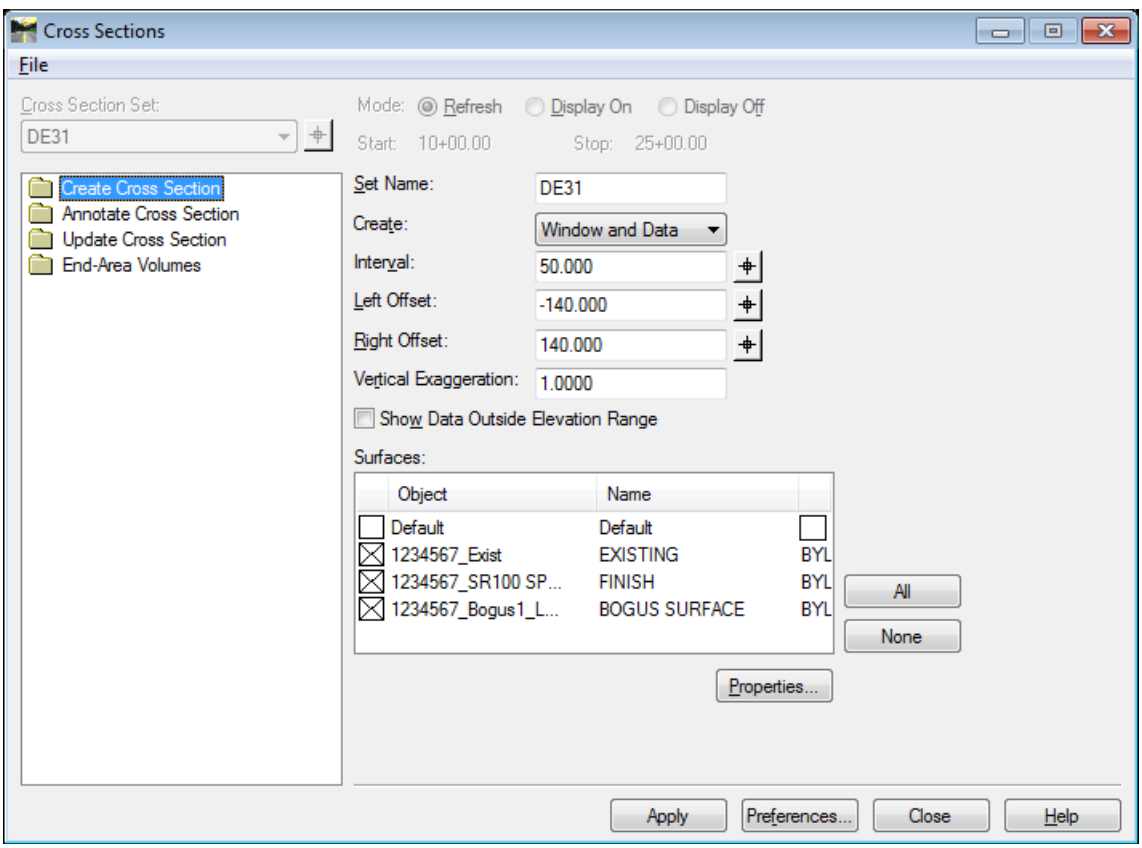

Figure L9-10 Annotate Cross Section
29.	**Open the Cross Sections dialog.** • In InRoads, select **Evaluation ► Cross Section ► Cross Sections**. The **Cross Sections** dialog opens as shown in *Figure L9-10*.